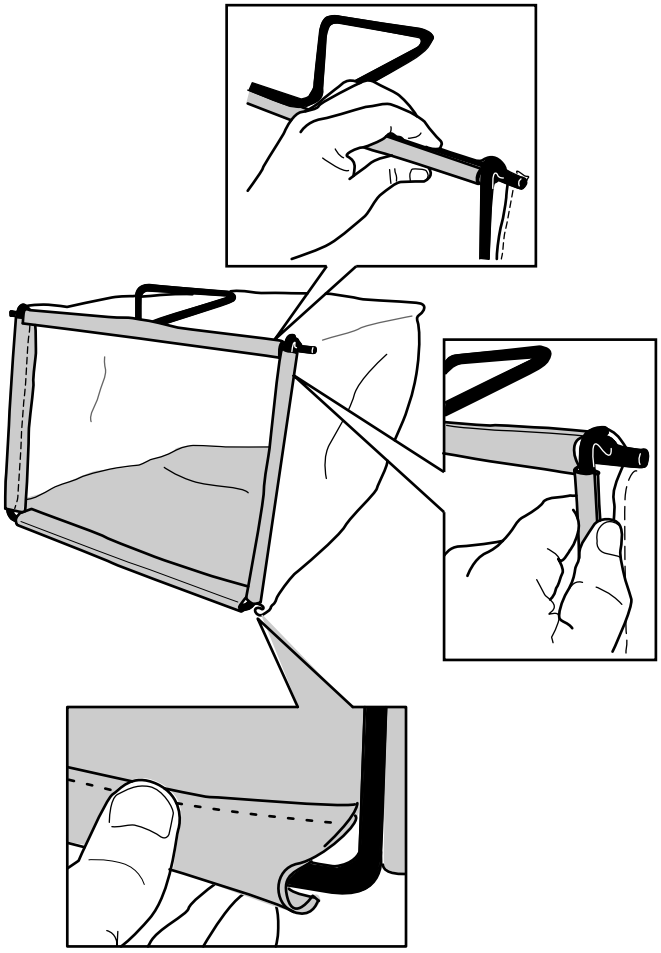

Figura 6
2. Enganche el canal inferior de la bolsa en la parte inferior del bastidor (Figura 6).
3. Enganche los canales superiores y laterales de la bolsa en la parte superior y en los laterales del bastidor, respectivamente (Figura 6).